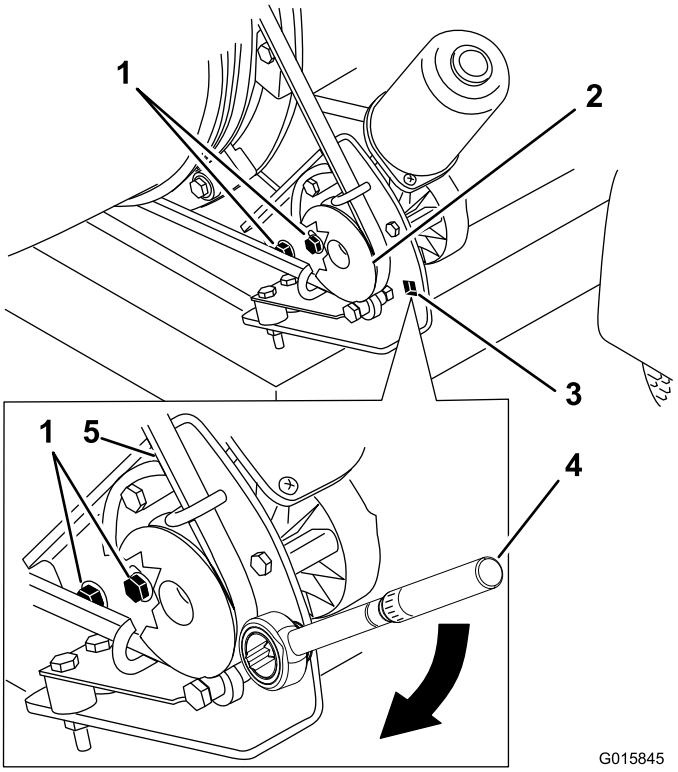

Figur 31
1. Løsne boltene som fester remskivens monteringsbrakett til blåserrammen (Figur 31).
2. Plasser en momentnøkkel i remskivens monteringsbrakett (Figur 31).
3. Drei remskivens monteringsbrakett bort fra dysen til momentnøkkelen viser 22,6 til 26,0 Nm (Figur 31).